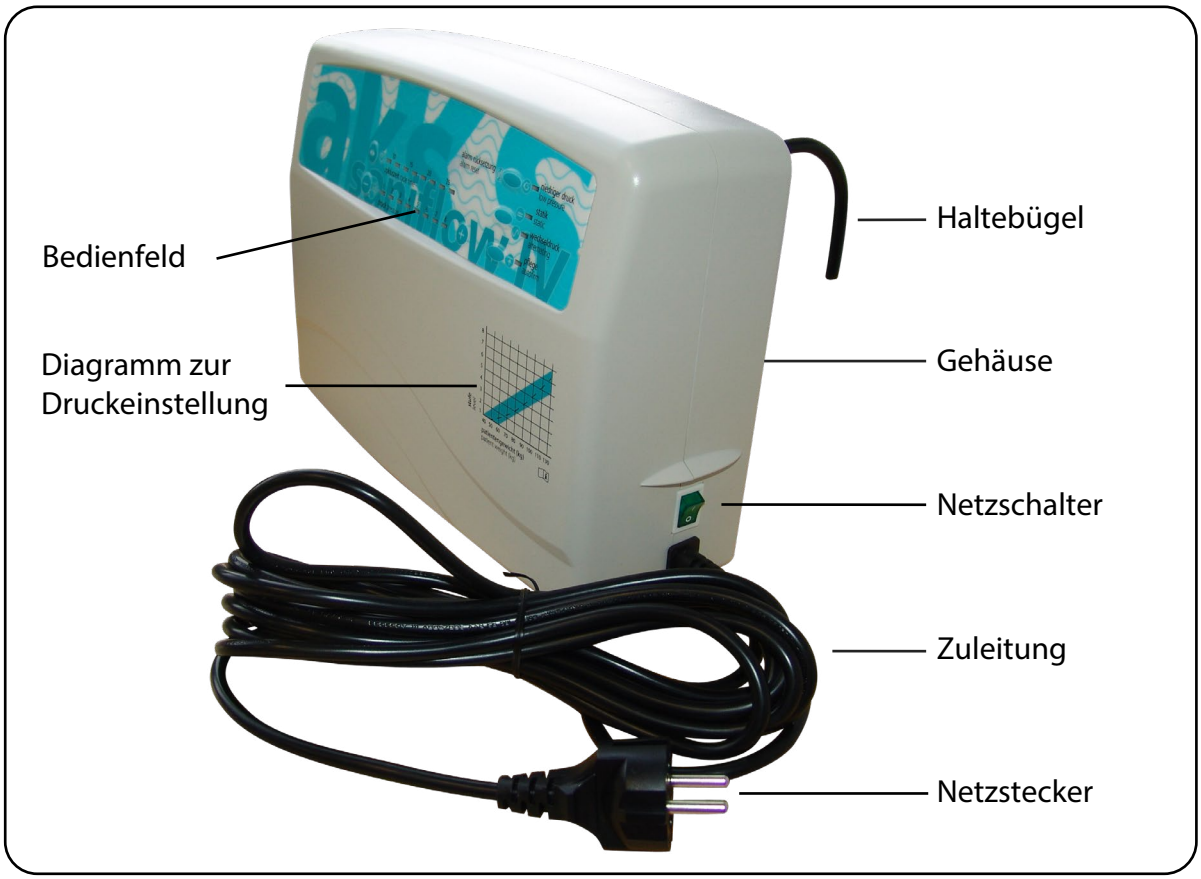
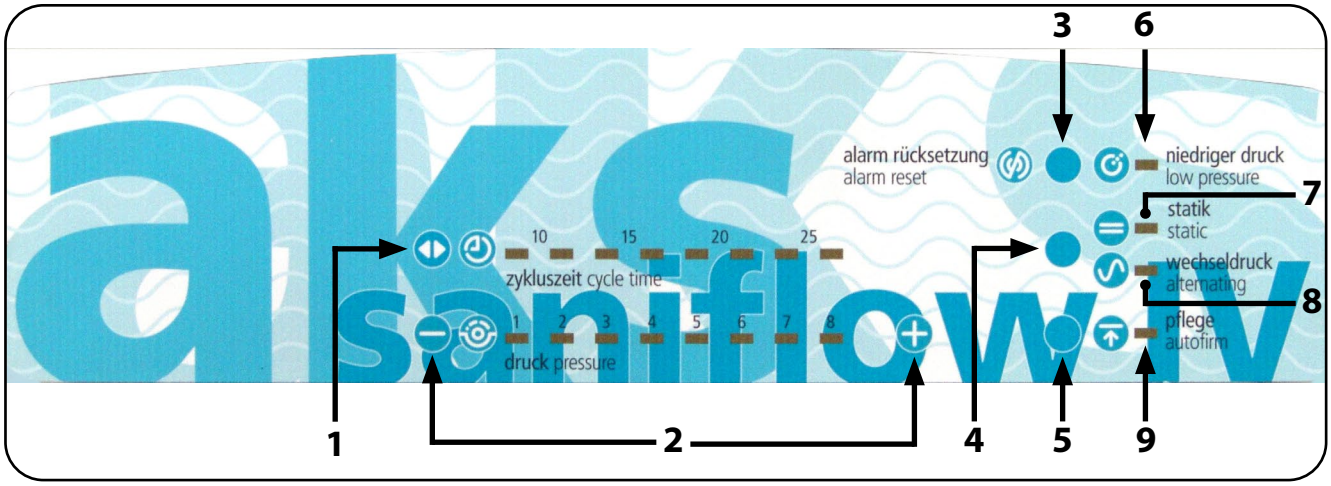
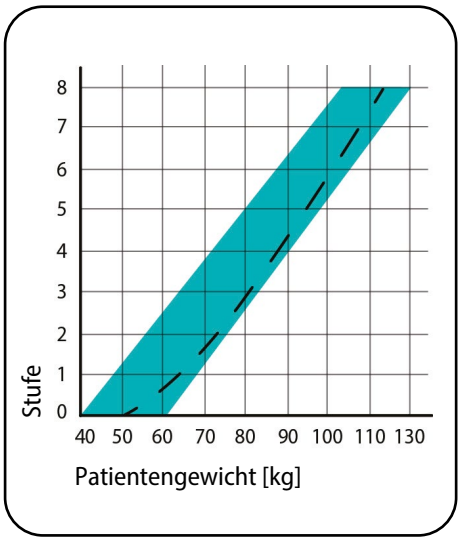

Abb. 5.01 - Aggregat Frontansicht
Abb. 5.1.01 - Bedienfeld saniflow® IV Aggregat
Abb. 8.1.01 - Einstellung Leistungsstufe
Über zwei Druckregeltasten („+“ und „-“) auf dem Bedienfeld des Aggregates (Abb. 5.1.01) wird der Fülldruck im Verhältnis zum Patientengewicht nach einem Diagramm (Abb. 5.01 und Abb. 8.1.01) als Richtwert eingestellt. Die Einstellung ist dabei stufenweise in 8 Stufen möglich. Durch den erforderlichen Handtest und ggf. einer Nachregulierung des Fülldrucks wird eine optimale Anpassung an die Besonderheiten des Patienten ermöglicht (siehe Kapitel Bedienung/Anwendung Abschnitt **Normalbetrieb**).
Durch ein optisches Alarmsignal „niedriger druck“ (Abb. 5.1.01) und einem akustischen Alarmsignal wird ein möglicher Druckverlust bzw. Druckabfall im System signalisiert und somit das Risiko des Durchliegens minimiert. Um eine dauerhafte Lärmbelästigung zu vermeiden kann bei Eintreten eines Druckverlustes das akustische Alarmsignal separat mit der Taste für die Rücksetzung des Alarms (Abb. 5.1.01) ausgestellt werden. Das optische Alarmsignal weist weiterhin auf den Druckverlust hin, bis dieser behoben ist.
Das Produkt kann zusätzlich über die Taste „wechseldruck/statik“ am Aggregat (Abb. 5.1.01) vom Betriebsmodus Wechseldruck in den Betriebsmodus Statik und umgekehrt umgeschaltet werden. Im Betriebsmodus Statik werden beide Luftkammerkreise in der Wechseldruckmatratze mit dem eingestellten Fülldruck gleichzeitig befüllt. Zusätzlich verfügt das Antidekubitus-Wechseldrucksystem über einen Pflegemodus, in dem die Wechseldruckmatratze mit dem maximalen Fülldruck gleichmäßig aufgepumpt wird. Der Pflegemodus hält ca. 30 Minuten an und wechselt danach automatisch in den zuletzt eingestellten Betriebsmodus (Wechseldruck oder Statik) zurück.
11. Das Aggregat verfügt über eine Aufhängevorrichtung (2 Haltebügel) sowie 4 Aufstellfüße an der Unterseite (Abb. 5.01 und Abb. 5.02). Hängen Sie das Aggregat mit den beiden umklappbaren Haltebügeln an das Fußende des Bettes oder stellen Sie es, mit der Unterseite, auf eine ebene Ablagefläche neben das Bett.
14. Überprüfen Sie, dass der Netzschalter (grün) des Aggregates auf „aus“ (0) steht. Der Netzschalter befindet sich auf der rechten Gehäuseseite (Abb. 5.01).
1. Schalten Sie das Aggregat mit dem Netzschalter ein (Abb. 5.01). Die Betriebskontrollleuchte im Netzschalter leuchtet grün auf. Gleichzeitig leuchtet die grüne „wechseldruck“-LED auf (Abb. 5.1.01).
7. Anschließend stellen Sie die Leistungsstufe ein. Die optimale Leistungsstufe hängt von mehreren Faktoren ab. Hierzu gehören in erster Linie das Patientengewicht und die Auflagefläche des Patienten. Für die Einstellung kann Ihnen das Diagramm (Abb. 8.1.01) einen ersten Anhaltspunkt liefern. Dieser Wert dient nur als Richtwert zur groben Druckeinstellung und stellt keine genaue Angabe für das Einsinkverhalten des Körpers dar.
Das Produkt bietet die Möglichkeit die Zykluszeit der Wechseldruckintervalle zu verändern. Die Zykluszeit kann in 4 Stufen von 10, 15, 20 oder 25 Minuten am Aggregat eingestellt werden. Für die Einstellung müssen Sie die Zykluszeittaste (Abb. 5.1.01) ein- oder mehrfach betätigen. Durch die Regeleinheit des Aggregates werden beide Luftkammerkreise der Wechseldruckmatratze intermittierend in dem zuvor gewählten Zyklus be- und entlüftet.
Bei dem Produkt haben Sie die Möglichkeit, den Betriebsmodus von Wechseldruckbetrieb auf einen statischen Betrieb umzustellen. Betätigen Sie dazu die Taste „wechseldruck/statik“ (Abb. 5.1.01). Der Betriebsmodus Statik wird durch das Aufleuchten der „statik“-LED signalisiert. In diesem Betriebsmodus regelt das System den Innendruck in beiden Luftkammerkreisen der Wechseldruckmatratze auf den Wert, der zuvor im Wechseldruckmodus eingestellt wurde.